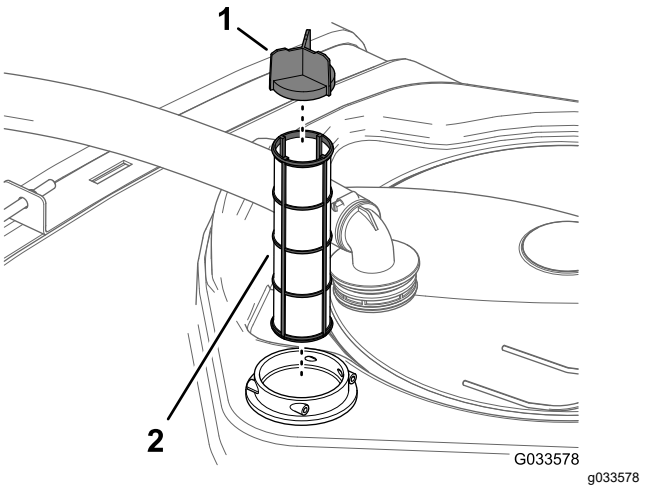

**Figur 50**
4. Dra ut sugfiltret ur filterkåpan i tanken (Figur 50).